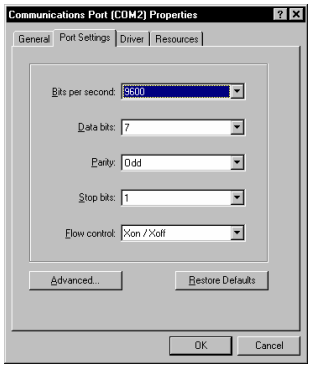

Figure 7.1: Communication Port (COM 2) Properties dialog box
- **Windows NT:** double click on the *Ports* icon, double click on the correct Communication Port (usually COM 1 or COM 2) this will display a dialog box similar to that shown in the *Figure 7.1*.
- **Windows 2000 and XP:** Double click on the *System* icon. Select the *Hardware* tab. Press the *Device Manager* button. Double click on *Ports.* Double click on the correct Communication Port (usually COM 1 or COM 2). Choose the *Port Settings* tab to display the *Communication Port (COM) Properties dialog box* shown in Figure 7.1.